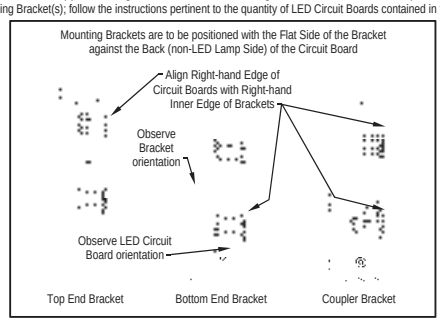

Figure 4. Orientation of LED Circuit Boards and Mounting Brackets Prior to Assembly
IMPORTANT: IT IS CRITICAL TO THE PROPER REFRACTION OF THE LIGHT EMITTED BY THE ILLUMINATOR THAT THE LED CIRCUIT BOARD(S) AND MOUNTING BRACKETS ARE ASSEMBLED TOGETHER EXACTLY AS SHOWN IN FIGURE 4 ABOVE.
Place the LED Circuit Board (Item 18) on a flat horizontal surface and orient the Board with LED Lamps facing outward and the Printed Arrows on the Board pointing upward. Beneath the Bottom End of the LED Board, position the Bottom End Mounting Bracket (Item 12) with Engraved Arrow pointing upward and the Flat Side of the Mounting Bracket against the Back (Non-Lamp) Side of the LED Board. Align the Upper Threaded Hole of the Mounting Bracket with Slot in the LED Board as shown in Figure 4. Place Lock Washer (Item 21) on Machine Screw (Item 22), install thru the LED Board Slot and thread into the Upper Threaded Hole in the Mounting Bracket; do not yet fully tighten. Repeat this process for the Top End of the LED Circuit Board and the Top End Mounting Bracket. NOTE: The Top and Bottom Mounting Brackets (Items 12) are identical however the Top End of the LED Board is fastened to the Lower Threaded Hole of the Top End Mounting Bracket as shown in Figure 4. With both Brackets attached, align the Right-hand Edge of the LED Board with the Inner Right-hand Edges of the Mounting Brackets and fully tighten the Machine Screws.
1.□ Place the LED Circuit Boards (Items 18) on a flat horizontal surface. Position the LED Boards in a "String" in the order in which they are to be attached to each other. NOTE: When connecting LED Boards having unequal overall lengths, their relative positioning has no effect on the Illuminator function. However, it is recommended that the Longer LED Boards be positioned at the Bottom of the Board String such that when installed, they will be nearest to the Bottom of the Assembled Illuminator. Orient the Boards with LED Lamps facing outward and the Printed Arrows on the Boards pointing upward. Beneath the Bottom End of the Lowest LED Board in the String, position the Bottom End Mounting Bracket (Item 12) with Engraved Arrow pointing upward and the Flat Side of the Mounting Bracket against the Back (Non-Lamp) Side of the LED Board. Align the Upper Threaded Hole of the Mounting Bracket with Slot in the LED Board as shown in Figure 4. Place Lock Washer (Item 21) on Machine Screw (Item 22), install thru the LED Board Slot and thread into the Upper Threaded Hole in the Bottom Mounting Bracket; do not yet fully tighten. Repeat this process for the Top End of the Uppermost LED Board in the String and the Top End Mounting Bracket. NOTE: The Top and Bottom Mounting Brackets are identical however the Uppermost LED Board is fastened to the Lower Threaded Hole of the Top End Mounting Bracket as shown in Figure 4.
B.□ Install Electrical Primary Cable: From the exterior of the Illuminator Housing (Item 1), insert the SMALL FEMALE CONNECTOR END of the Primary Electrical Cable (Item 9) thru the previously installed Tube Adapter Fitting (Item15A1). Gently pull the Cable through the Tube Adapter and into the Interior of the Illuminator Housing until about 3" of Cable (including the length of the Male End Connector) remains exposed from the End of the Tube Adapter. Where the Cable enters the Interior of the Illuminator Housing (just beyond the Hex Pipe Nut (10)), make a small bend in the Cable then route the Cable along the Inside of the Illuminator Housing Wall Channel and to the Bottom End and out of the Illuminator Housing.
7.□ Fasten Lower End Cap to Illuminator Housing – Apply lubricant to the four (4) Cap Screws (Items 8) according to *DISASSEMBLY/ PARTS REPLACEMENT/REASSEMBLY – Important Disassembly/Reassembly Notes* Section in this Manual; set Cap Screws aside for later use.